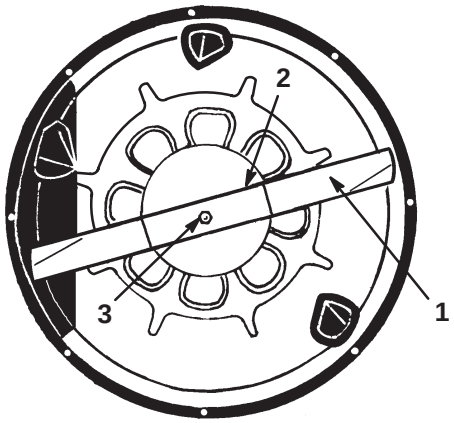

Figure 29
6. Tenez la lame à son extrémité avec un chiffon ou un gant épais, puis enlevez le boulon de fixation de la lame, la rondelle bombée, le renfort et la lame (Fig. 29). Pour enlever le boulon, bloquez éventuellement la lame en introduisant une cale en bois entre la lame et le carter de tondeuse.
1. Posez la lame, le renfort, la rondelle bombée et le boulon de fixation (Fig. 29).